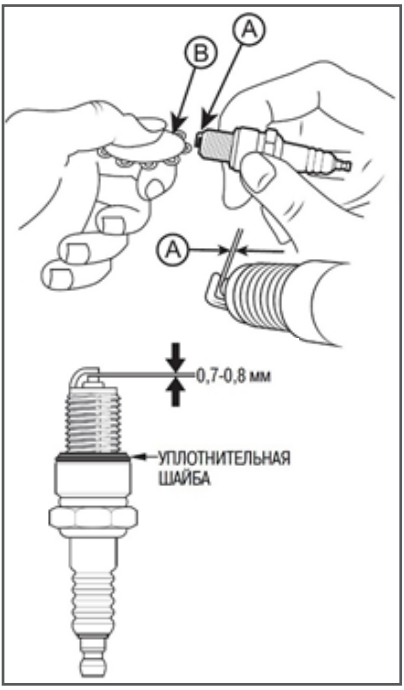

Рис. 14 Обслуживание свечи зажигания
4. Измерьте зазор A между электродами свечи зажигания специальным щупом B. Зазор должен быть 0,7-0,8 мм (Рис. 14). При увеличении или уменьшении требуемого зазора, рекомендуется заменить свечу, так как регулировка зазора может привести к изменению качества искрообразования.